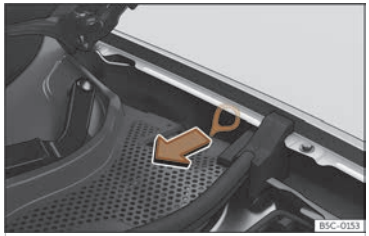

Fig. 59 Entre l'aleta esquerra i la frontissa del capó del motor: Tirador per al desbloqueig manual d'emergència del connector de càrrega.
El tirador per al desbloqueig manual d'emergència es troba a la banda esquerra del compartiment del motor, a sobre de la presa de càrrega ››› fig. 59.
- Estireu el tirador ››› fig. 59.